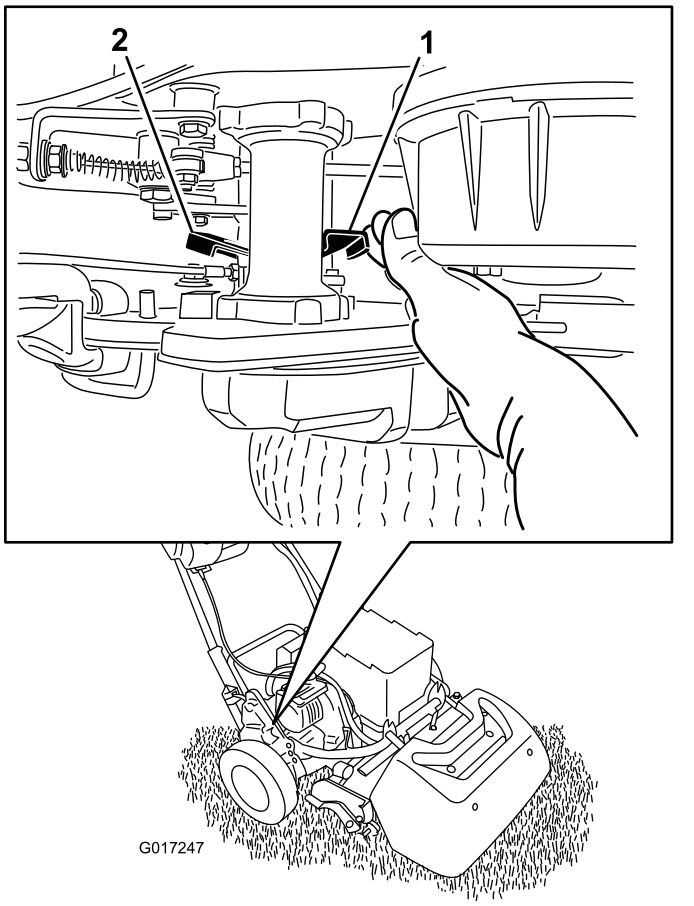

Figur 35
1. Find traktionshåndtaget (indkobl/udkobl) ved siden af tromlen i drivværkets hus på bageste højre hjørne af maskine (Figur 35).